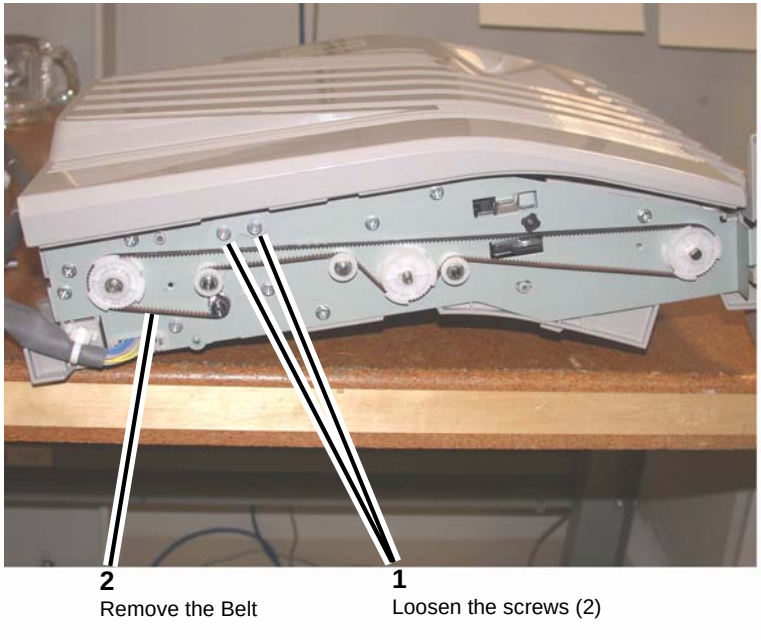

Figure 1 Removing the H-Transport Belt
3. Remove the screws (2) on the H-Transport Rear Cover and remove the Cover.
4. Loosen the screws (2) on the Tension Bracket (Figure 1).